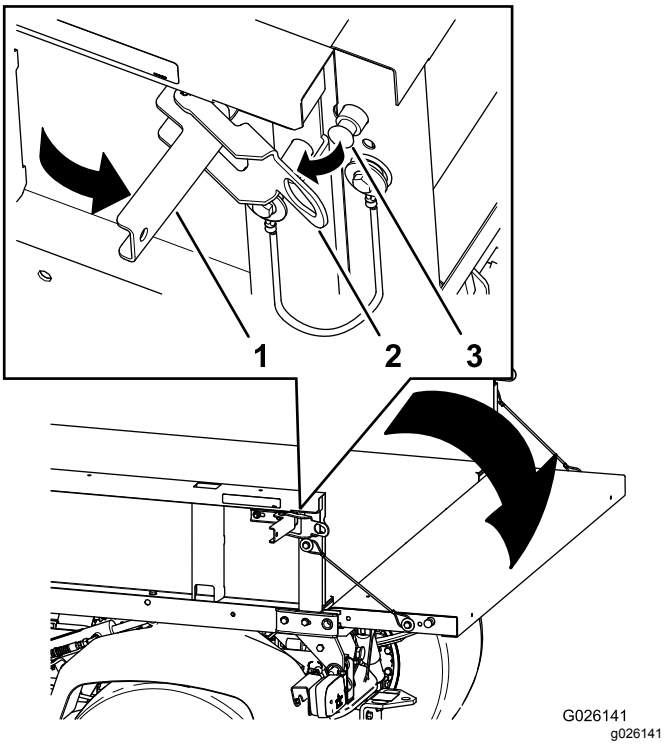

Figura 16
2. Aprite i fermi sul lato destro e sinistro del pianale e abbassate la sponda posteriore (Figura 16).